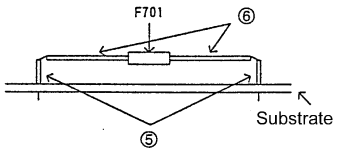

Figure 2 Installing the F701
(2)Install products ⑤ and ⑥ over the leads as shown in Figure 2.